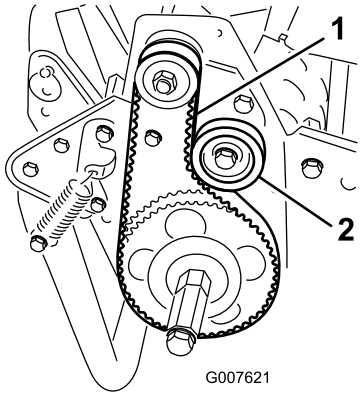

**Figur 41**
2. Kontroller hvor stram remmen er ved å presse på mellomspennet (Figur 41) med en kraft på 18–22 N. Remmen skal gi etter 6 mm.
A. Løsne monteringsmutteren på lederullen, og vri lederullen med klokken mot baksiden av remmen helt til du oppnår ønsket remspenning (Figur 41).